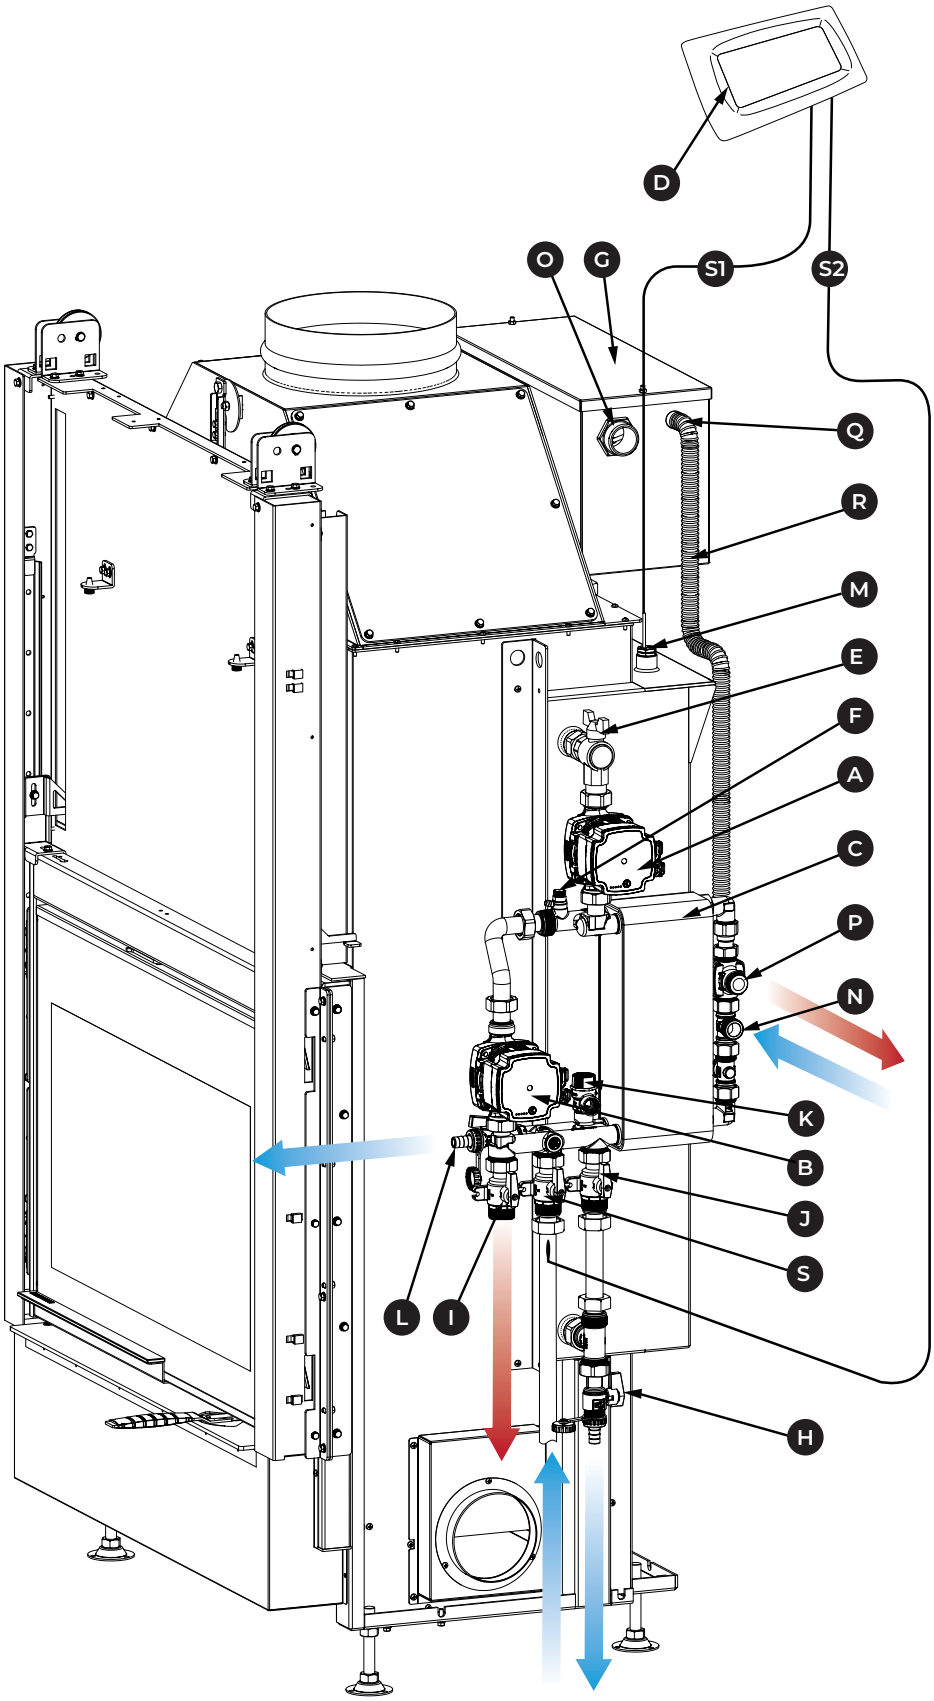

*Fig. 5.9a*
**Description of the hydraulic connections (Fig. 5.9a)**